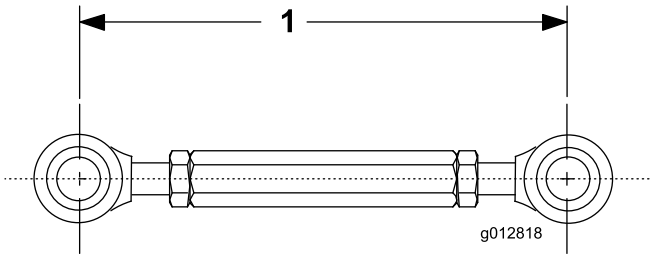

Rysunek 9
4. Dostosuj długość łącznika gwintowanego do 19 cm i dokręć nakrętki zabezpieczające (Rysunek 9).